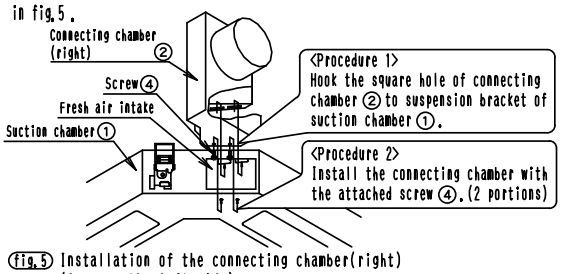

fig.5 Installation of the connecting chamber(right)
3. Tighten 2hexahead screws located beneath the lutches until the thickness of the sealing material of chamber reduces to 5~8mm. (fig.4) (fig.5)
❹ Installation of Connecting duct
1. Install the Connecting chamber(right & left)in accordance with the procedure shown in fig.5 .